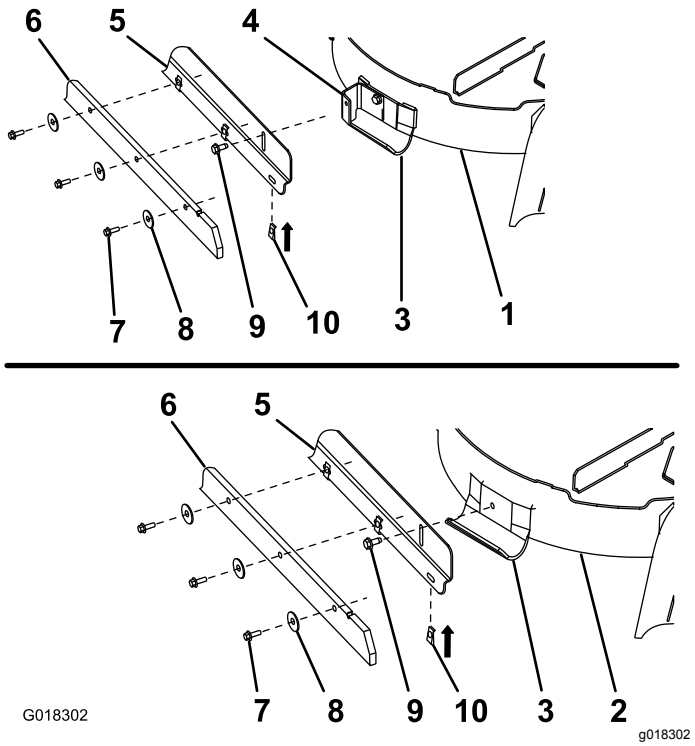

Figure 3
1. Alignez l'écrou à clip de telle manière que le côté plat soit orienté à l'opposé du tablier de coupe (Figure 3). Placez les 5 écrous à clip sur la bride de racloir du support du traceur. Alignez les trous des écrous à clip sur les trous du support.
2. Positionnez le racloir sur la bride de racloir du support du traceur (Figure 3). Alignez les trous du racloir sur les écrous à clip.
3. Fixez le racloir au support avec les 5 vis à tête hexagonale (5/16 x ¾ po) et 5 rondelles, comme montré à la Figure 3.